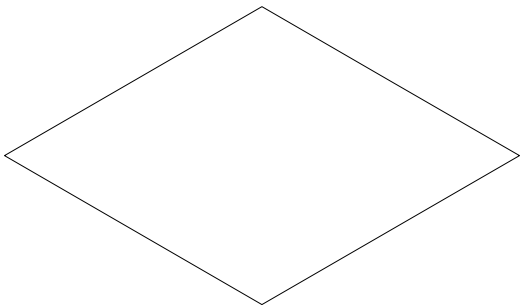

Fig. 8.5
3. Poziționarea originii în locul în care vom începe reprezentarea axonometrică, astfel încât aceasta să coincidă cu originea axelor axonometrice-izometrice. Trasarea conturului bazei piesei (fig. 8.5).